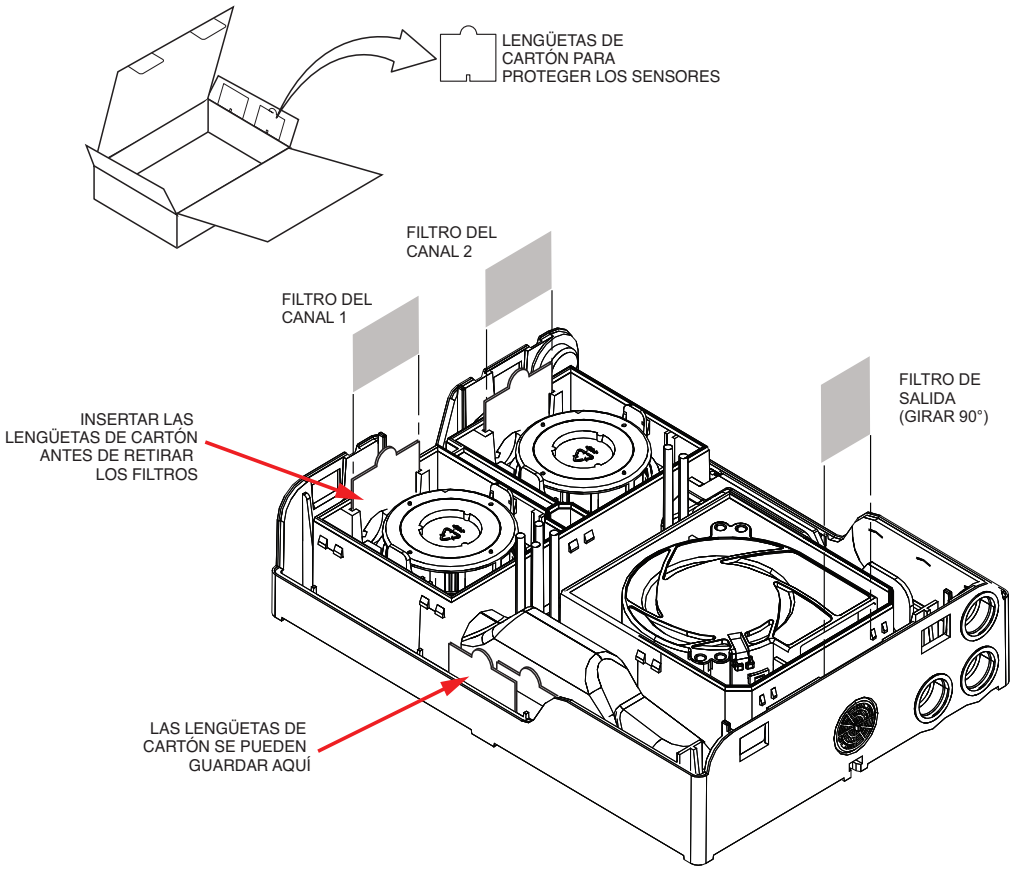

Figura 8-2: Cambio del filtro
Durante el mantenimiento, los sensores deben estar protegidos siempre que se retiren los filtros. La caja de envío está diseñada con cuatro lengüetas de protección de cartón que pueden retirarse e insertarse en el lugar de los filtros para proporcionarles protección. Véase la Figura 8-2.
2. Con un pequeño destornillador, libere las seis lengüetas de bloqueo y retire la tapa del sensor (véase la Figura 8-2). La cubierta del filtro y la junta de goma pueden pegarse al retirar la cubierta. Aplique presión para sacar la cubierta del sensor.